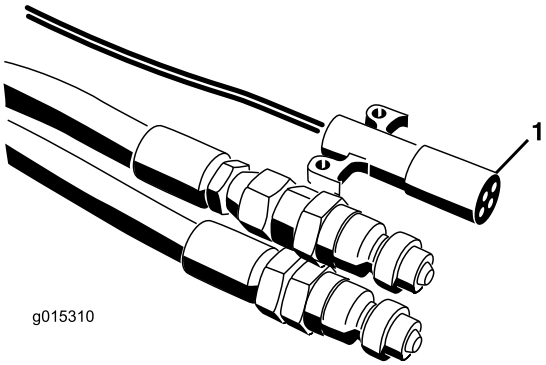
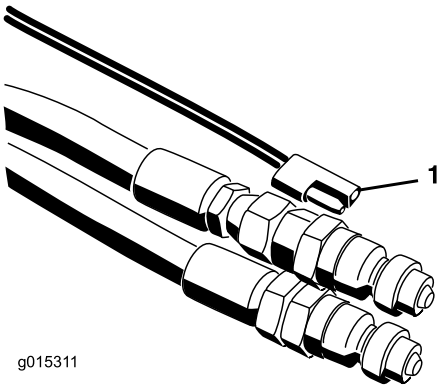

**Figur 18**
**Figur 19**
7. Koppla elkablaget till bogserfordonet (Figur 18 & Figur 19). På SH-modeller ska av-/på-kontrollen placeras inom räckhåll från förarsätet. Se till att brytaren är avstängd.